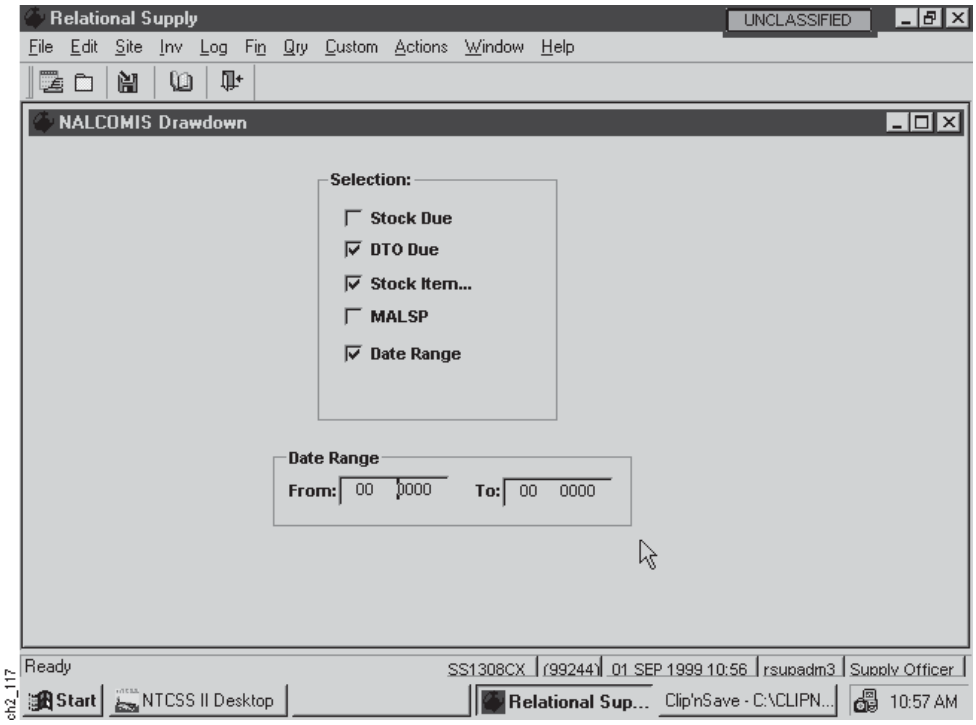

Figure 2-138
(5) Date Range. This option allows you to enter a range of dates from which to select records. When you select this option the Date Range Data Box will appear on the screen above (Figure 2-138) for you to enter the date that you wish to use for this process.